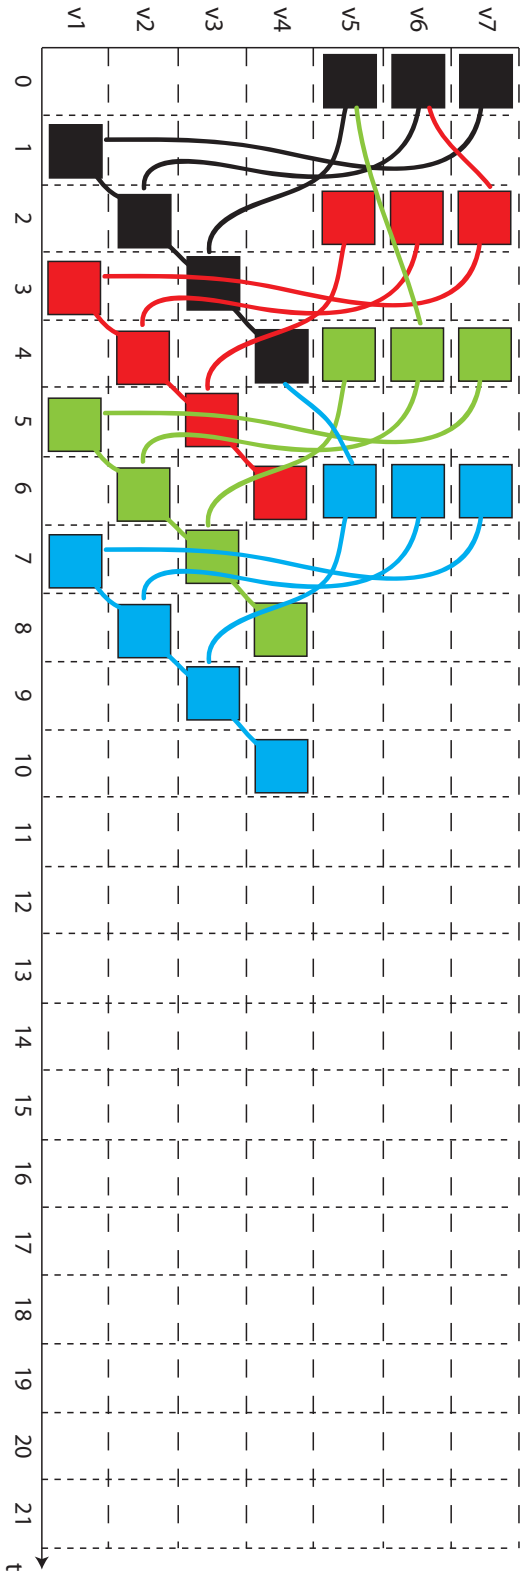

Abbildung 36: Ablaufplan mit Schleifenfaltung
- einen gültigen Ablaufplan der Operationen v_i über 4 Durchläufe in Form einer Skizze. Verwenden Sie dazu die vorbereitete Abbildung 36 und heben Sie die unterschiedlichen Durchläufe hervor (z.B. durch Beschriftung oder Markierung).
See Figure 36.